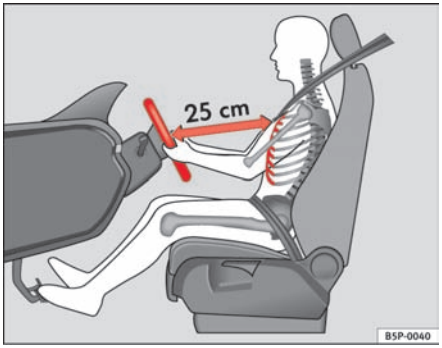

Fig. 114 Proper sitting position for driver
– Adjust the steering wheel in this way until the correct position is set ⇒ fig. 114.
- **Adjust the driver seat or steering wheel so that there is a distance of at least 25 cm between the steering wheel and your chest ⇒ page 152, fig. 114. If you fail to observe the minimum distance, the airbag will not protect you. Risk of fatal injury.**